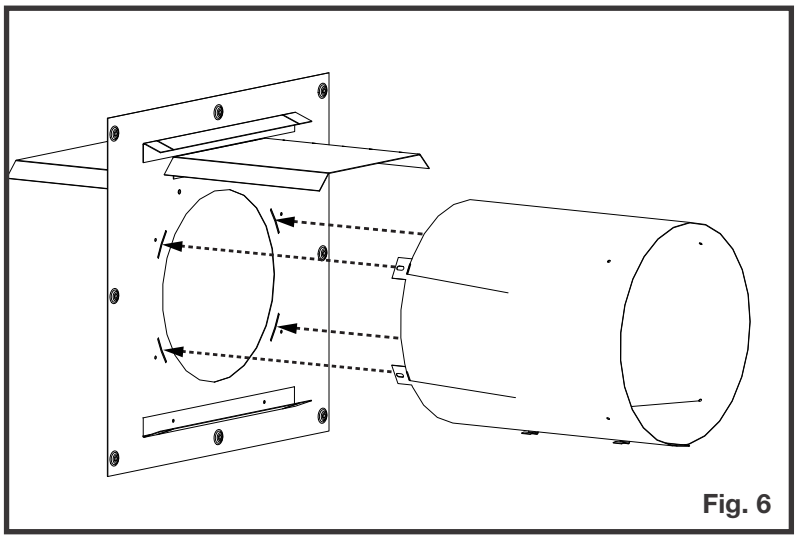

Fig. 6
6. Insert the vent sleeve tabs into the firestop spacer sockets, bend vent sleeve tabs, and secure to the fire-stop spacer with 4 supplied fasteners (Figure 6).